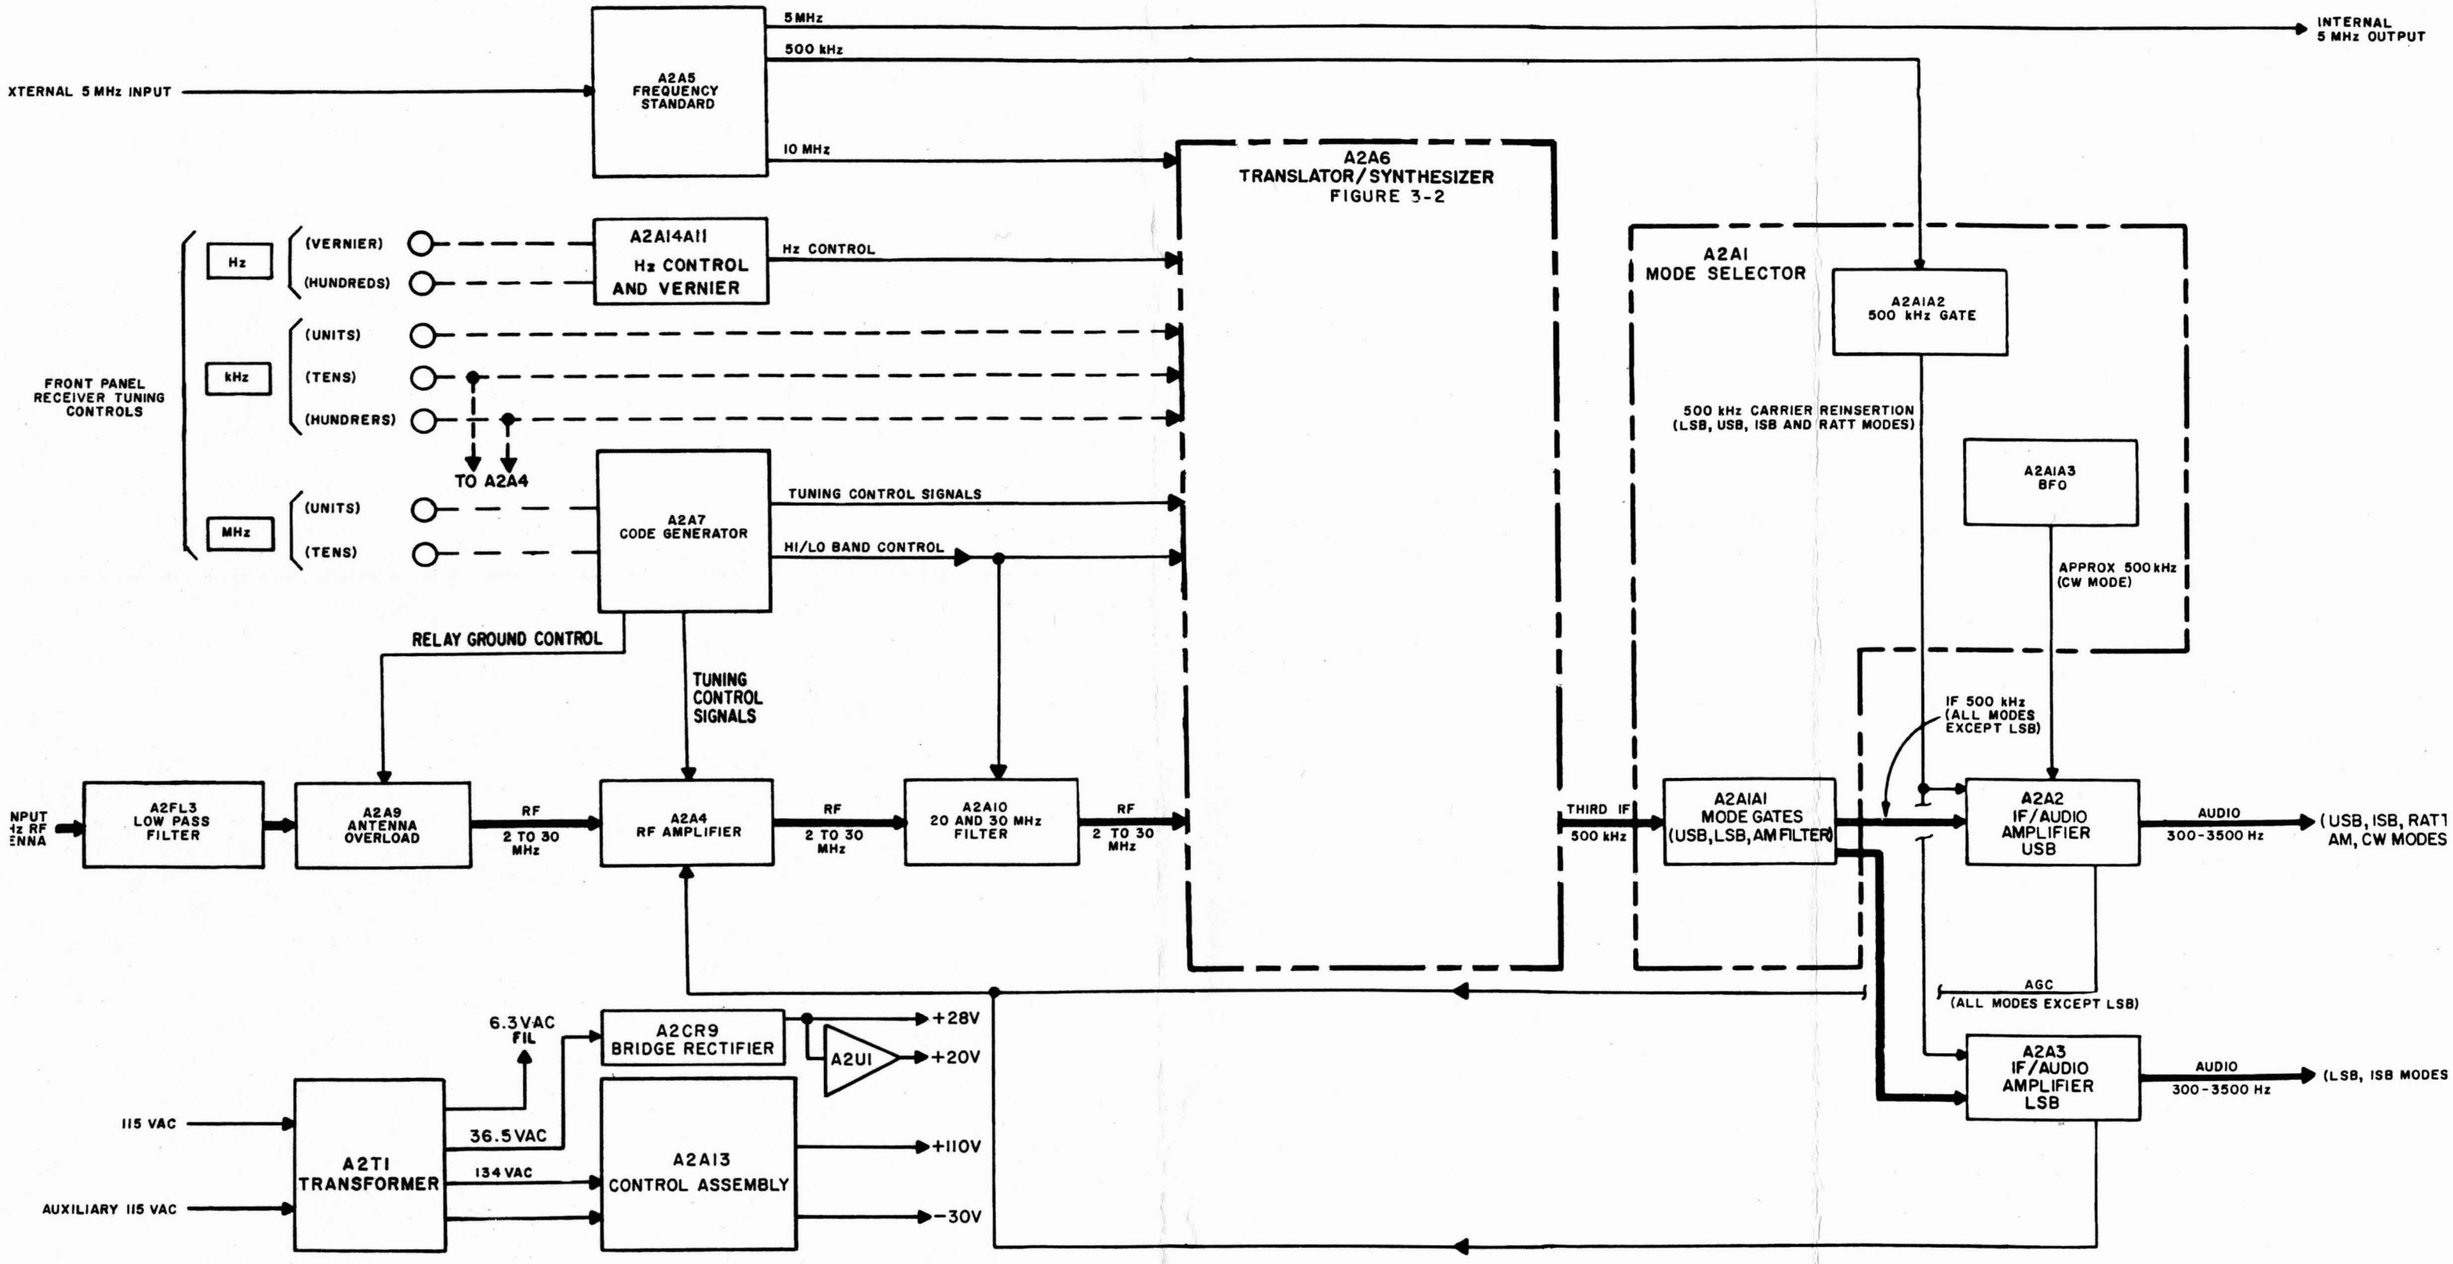

Figure 3-1. Radio Receiver R-1051H/URR Overall Functional Block Diagram
3-4. GENERAL. The overall functional block diagram (Figure 3-1) depicts the signal flow through Radio Receiver R-1051H/URR from antenna to audio output and the relationship of various assemblies to the signal path.
3-5. SIGNAL INPUT (Figure 3-1). The rf input from the antenna first passes through Low Pass Filter A2FL3. This filter attenuates spurious signals generated in the receiver, which might be conducted out through the antenna. The input then passes through Antenna Overload Assembly A2A9. The primary purpose of this assembly is to protect RF Amplifier Assembly A2A4 from any excessively high amplitude input signals received by the antenna. The antenna overload circuit also protects the rf amplifier whenever the receiver is tuning to new MHz bands or is deenergized.
3-6. RF AMPLIFIER (Figure 3-1). The rf input from the antenna is applied to RF Amplifier Assembly A2A4. Here the signal is amplified to produce the rf signal level required for proper operation of the Translator/Synthesizer Assembly A2A6. Gain of the rf amplifier stages varies in response to manual or automatic gain control (mgc or AGC) voltage feedback derived from the IF signal level in IF Audio Assembly A2A2 or A2A3. Selection of circuit components in the rf amplifier stages is accomplished via mechanical inputs from the 10 MHz, 1 MHz, 100 kHz and 10 kHz front panel controls. The 10 MHz and 1 MHz controls couple mechanically to Code Generator Assembly A2A7, which generates a five-wire tuning code (consisting of opens and grounds), which is applied to the rf amplifier. The 100 kHz and 10 kHz controls couple mechanically directly to the rf amplifier to select desired circuit components. The amplifier rf signal is filtered by 20 or 30 MHz (rejection) Filter Assembly A2A10 before entering the high frequency mixer stage of RF Translator Subassembly A2A6A8. Selection of the 20 MHz or 30 MHz rejection filter in A2A10 is made in response to the hi-lo band control signal from Code Generator Assembly A2A7.
3-7. CODE GENERATOR ASSEMBLY (Figure 3-1). Code Generator Assembly A2A7 produces three sets of five-wire tuning codes (opens and grounds) as determined by the settings of the front panel MHz controls. One tuning code provides frequency band selection in the motor-driven turret of the RF Amplifier Assembly A2A4. A second tuning code is applied to 10 MHz/1 MHz Synthesizer Subassembly A2A6A13. Here the injection signal required for final frequency conversion is selected by the action of the code in programming the divider network. The third tuning code is not used in the R-1051H/URR receiver. Code Generator Assembly A2A7 also supplies a hi-lo band control signal to the A2A6A8, A2A6FL5 and A2A6A17 subassemblies of Translator/Synthesizer A2A6.
3-8. FREQUENCY STANDARD (Figure 3-1). An external, stable, 5 MHz signal from the ship's frequency standard distribution
3-17. MODE SELECTOR ASSEMBLY. The 500 kHz output of the Translator/Synthesizer Assembly A2A6 (Figure 3-1) is applied to Mode Selector Assembly A2A1. The operation of the receiver is identical in all modes. However, the main signal flow path varies according to the selected operating mode. The Mode Gate Subassembly A2A1A1 responds to gating control voltages and routes the IF signal through the appropriate LSB, USB, or AM filters to either or both of the IF/Audio Amplifier Assemblies A2A2 and A2A3. In the USB, RATT, AM and CW modes A2A2 is used, in LSB mode A2A3 is used, and in the ISB mode both the IF/audio amplifiers A2A2 and A2A3 are used.
3-18. IF/AUDIO AMPLIFIER ASSEMBLIES. Each IF/audio amplifier (Figure 3-1) extracts the audio information from its incoming IF signal. This information is applied to a phone jack on the front panel (phone USB or phone LSB) and to an output connector at the rear of the receiver case. In USB, RATT, LSB and ISB modes of operation, the intelligence is demodulated in a balanced product detector. Carrier reinsertion in these modes is provided by a 500 kHz signal obtained from Frequency Standard Assembly A2A5 via 500 kHz Gate Subassembly A2A1A2 of Mode Selector Assembly A2A1. In the AM mode demodulation is accomplished by a diode (AM) detector. For CW signals an adjustable beat frequency oscillator (BFO) signal from BFO Subassembly A2A1A3 is applied to the AM detector. An AGC feedback voltage is developed in the IF/audio amplifiers for use in the IF amplifiers and in the rf amplifier. If desired, the AGC function may be disabled and the gain of the rf and IF amplifiers manually controlled from the front panel.